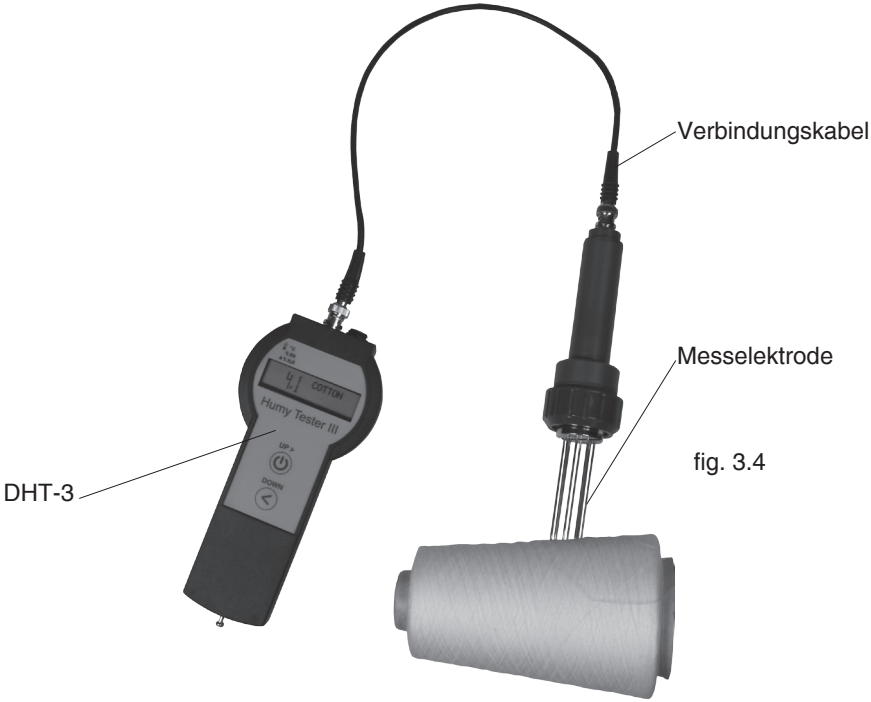

fig. 3.4
- Die Nadeln der Messelektrode in das Messgut (fig. 3.4) stecken.